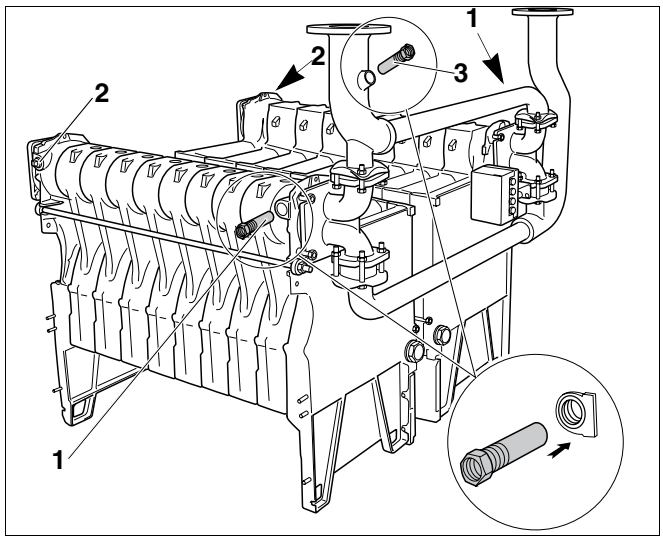

Afb. 32 Dompelhulzen en stop afdichten
- Dicht aan de buitenzijde de dompelhulzen (afb. 32, **pos. 1**) en de stop ¾" (afb. 32, **pos. 2**) aan het linker en het rechter ketelblok af.
- Dicht in de vertrekleiding de derde dompelhuls (afb. 32, **pos. 3**, zie montagemateriaal) af.